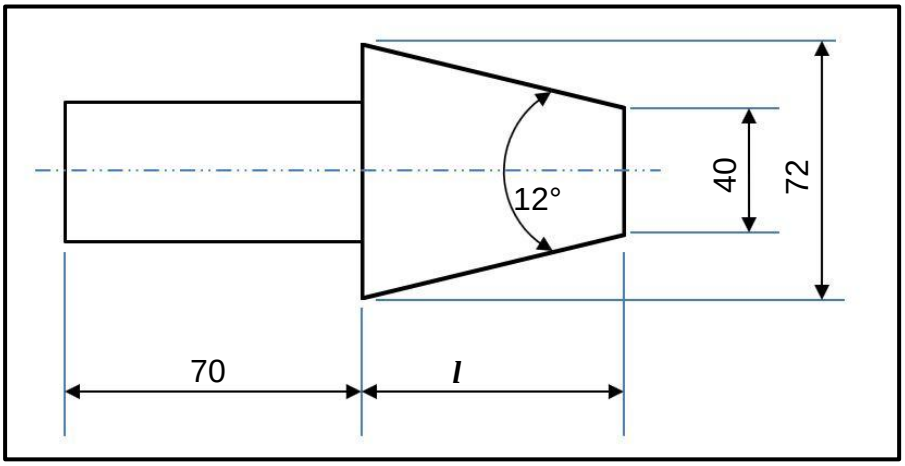

FIGUUR 5.2
5.2 FIGUUR 5.2 hieronder toon 'n taps met 'n ingeslote hoek van 12° wat tussen twee senters gemasjineer moet word. Beantwoord die vrae wat volg.
5.2.2 Bereken die oorstelling van die loskop wat benodig word om die taps in FIGUUR 5.2 hierbo te sny. (3)